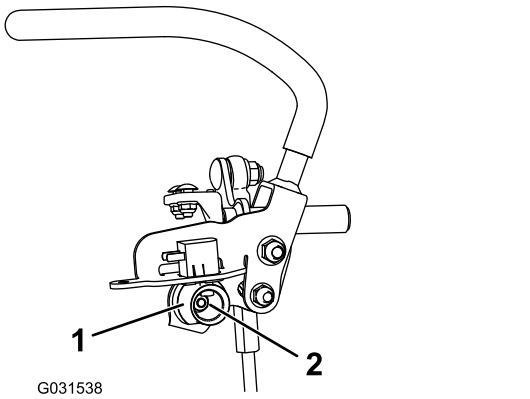

Figure 74
6. Desserrez l'écrou de fixation de la came (Figure 74).